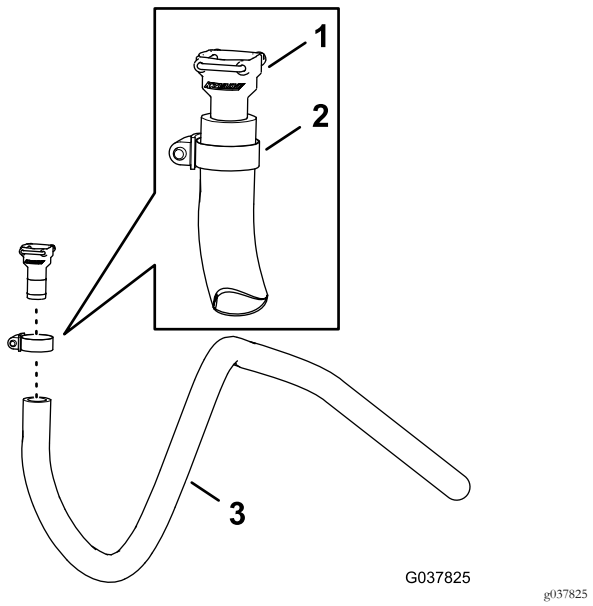

Figura 97
1. Monte el acoplamiento dentado recto (¾") que retiró en el paso 2 de Preparación de la válvula de cierre (página 41) en la manguera (1,3 cm x 180 cm) con una abrazadera (Figura 97).